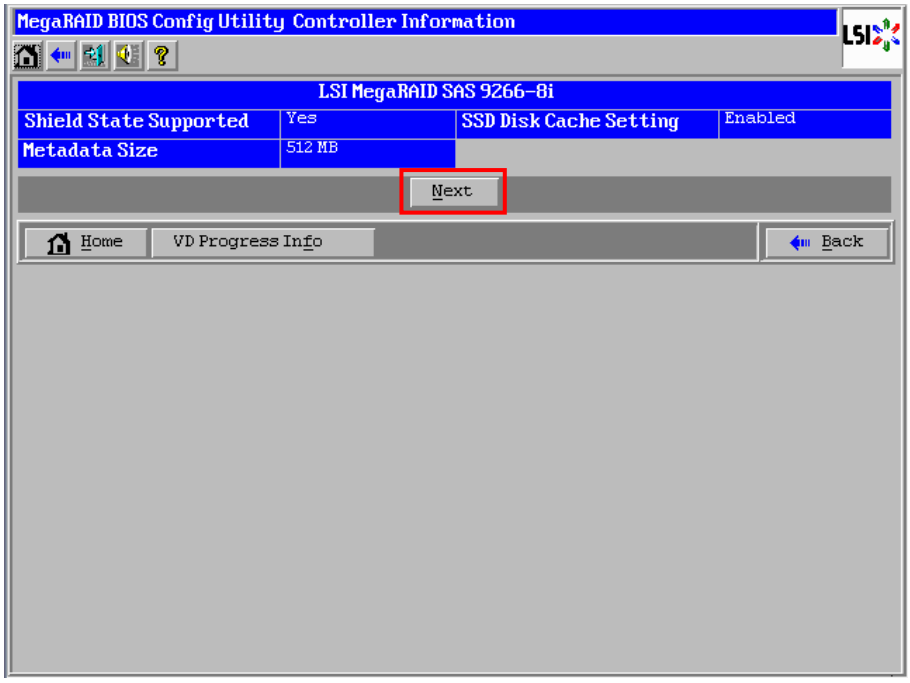

Figure B.2.8-5 Config Information window (2)
(7) The config information window (2) is displayed as shown in Figure B.2.8-5.